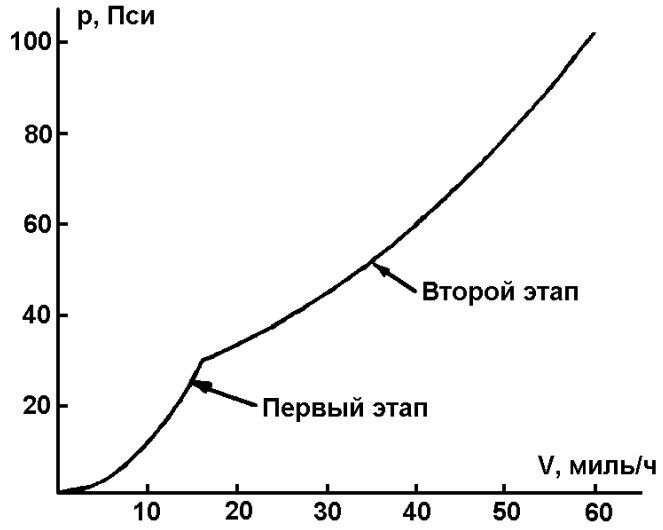

Рис. 6-45
Система грузов скоростного регулятора состоит из двух ступеней (первичной и вторичной) и двух пружин. Такое устройство регулятора позволяет получить зависимость давления скоростного регулятора (р) от скорости движения автомобиля (V) близкую к линейной (рис.6-45).